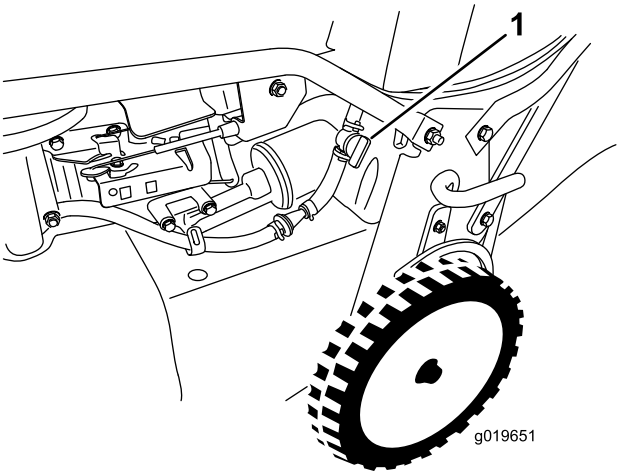

Rysunek 19
2. Otwórz zawór odcinający paliwo (Rysunek 19).